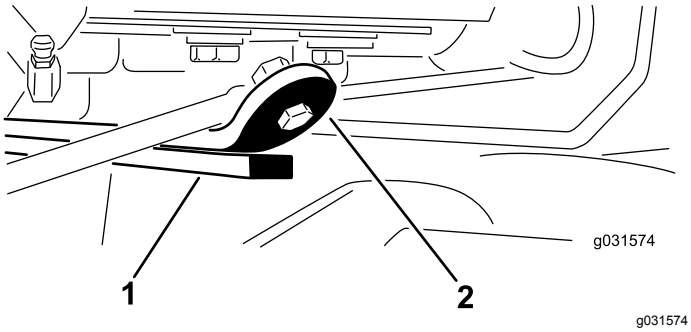

Figur 16
3. Starta motorn, höj klippenheterna och kontrollera att spelet mellan slitremmen överst på den bakre klippenhetens slitstång och stötdämparremmen är 0,51–2,54 mm. Se Figur 16.